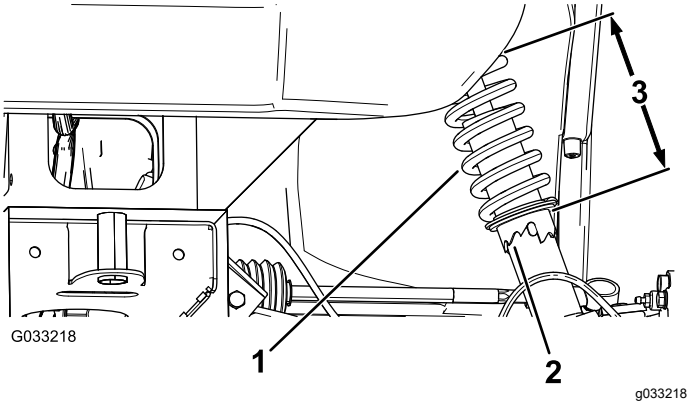

Rysunek 42
2. Jeżeli pochylenie kół wymaga regulacji, za pomocą klucza oczkowego przekręć pierścień na amortyzatorze, aby ustawić koło (Rysunek 42).